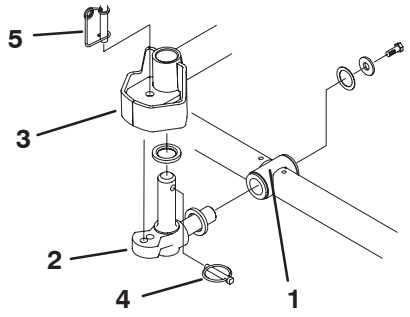

Figura 4
6. Inserite una rondella di spinta sull'albero orizzontale dello snodo di articolazione, come riportato nella Figura 4.